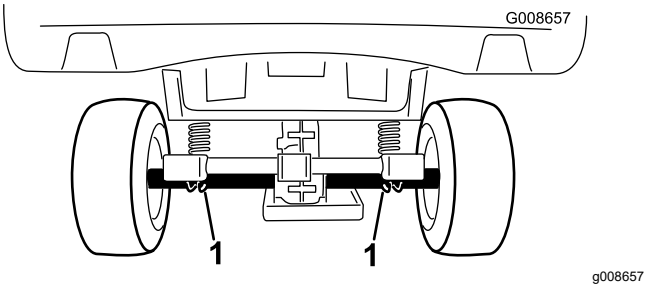

Figuur 25
- Het hefpunt aan de achterzijde van de machine bevindt zich onder de asbuizen (Figuur 25).